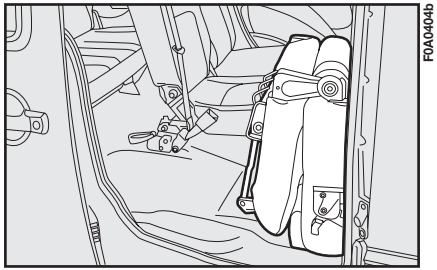

fig. 59c
– soulever tout le coussin **fig. 59c**.